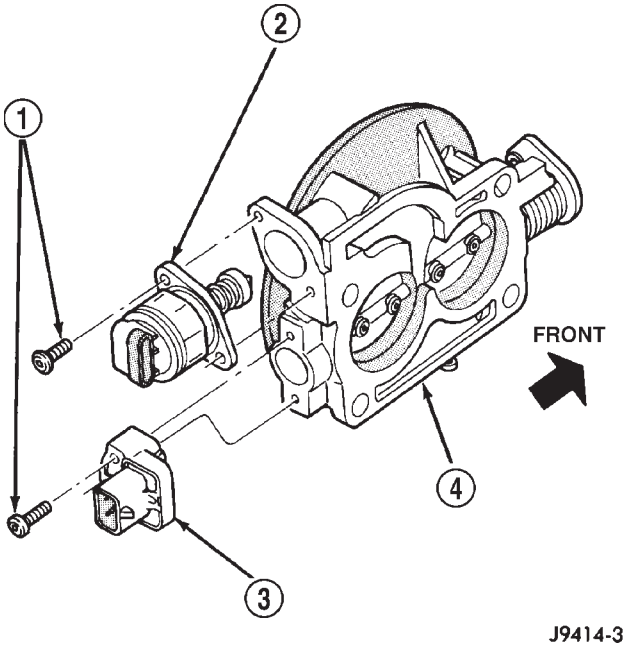

Fig. 47 TPS Mounting Bolts—8.0L Engine
The TPS is located on the side of the throttle body (Fig. 47).
(1) Remove air intake tube at air cleaner housing.
(2) Remove the air cleaner cover.
(3) Remove the 4 air cleaner housing mounting nuts and remove housing from throttle body.
(4) Disconnect TPS electrical connector.
(5) Remove two TPS mounting bolts (Fig. 47).
(6) Remove TPS from throttle body.